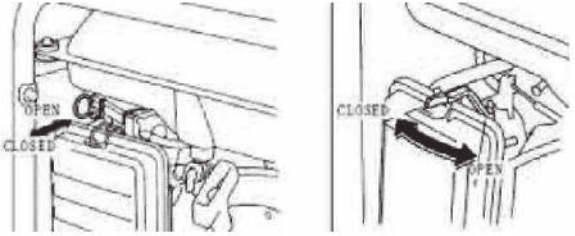

Рис. 4
3. Переведите рычаг заслонки в положение ( ) **«Запуск»** *(только при холодном двигателе) (Рис. 4)*.